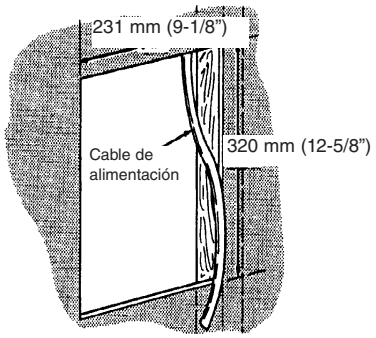

Figura 3
2. Marque y corte cuidadosamente en la pared o cielorraso un agujero con una medida de 231 mm (9-1/8") de ancho por 320 mm (12-5/8”) de alto, con un lado del agujero a lo largo del borde de un travesaño de pared o viga de techo. Vea la Figura 3